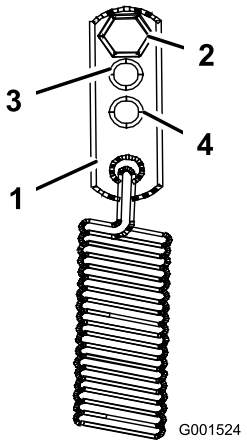

Figur 40
3. Konfigurera systemet för tyngre körning genom att flytta fjäderförankringslänken till läget för medeltunga eller tunga körförhållanden (Figur 40). Fjäderförankringslänken är ansluten till det övre bakre hörnet av hydrodrivningsskydden på vänster och höger sida av maskinen.